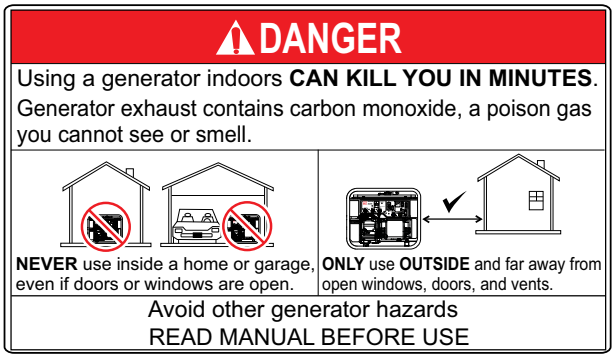

Figure 1. Carbon Monoxide Warning
- **NEVER** operate the generator inside a building, home, garage, basement, attic, crawlspace, porch, vehicle, trailer, boat or any enclosed space. Reference Figure 1.